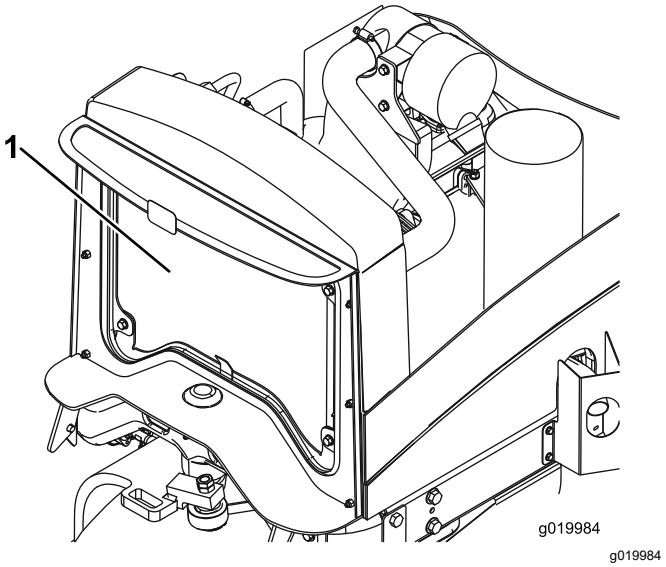

**Figur 62**
4. Rengør begge sider af køleren grundigt med trykluft (Figur 62).